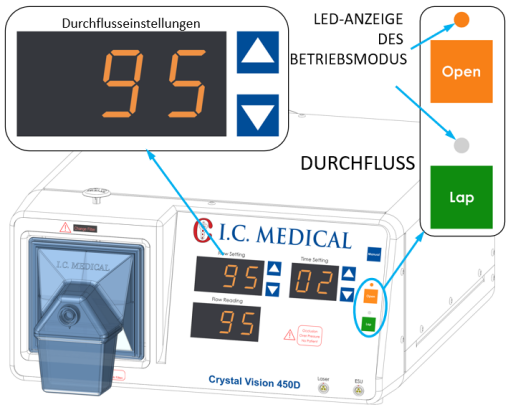

Abbildung 15: Einstellung des Durchflussbereiches.
6. Mit den Tasten OFFEN und LAP (Abbildung 15) wird der Durchflussbereich der Vakuumpumpe ausgewählt. Der Bediener wählt je nach Art der Operation den Bereich aus**. DER MODUS LAP SOLLTE FÜR ALLE LAPAROSKOPISCHEN OPERATIONEN AUSGEWÄHLT WERDEN** und die Anzeigen sind GRÜN. DER MODUS OFFEN sollte in offenen und externen Fällen verwendet werden, wenn die Rauchwolke durch ein Handstück entfernt wird. Wenn Sie den MODUS OFFEN während der Laparoskopie verwenden, wird das Pneumoperitoneum schnell entleert. Die Tasten OFFEN und LAP wählen auch die entsprechende DURCHFLUSSEINSTELLUNG aus.